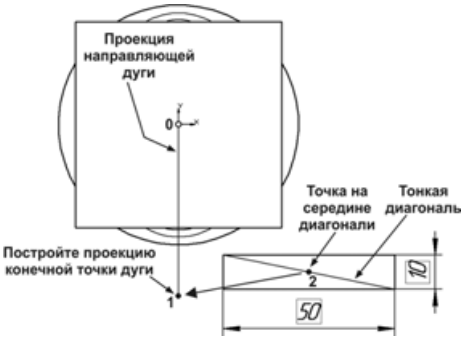

Рис. 6.28
- Направляющая дуга, построенная на предыдущем этапе, в текущем эскизе выглядит как тонкий отрезок, начинающийся в точке 0 начала координат и заканчивающийся в точке 1. С помощью команды **Операции | Спроецировать объект** спроецируйте в эскиз конечную точку 1 направляющей дуги (рис. 6.28).